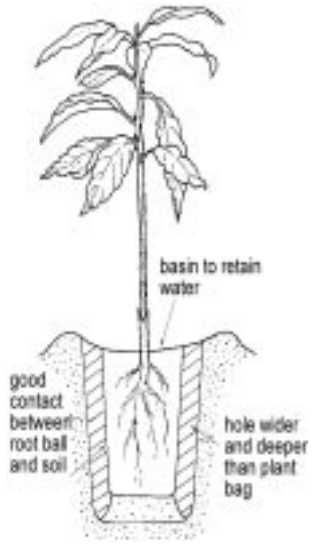

Figure 11. *A correctly planted tree*
4. Firm soil down gently with your hands (do not use your feet), and build up the level of the soil to just above the top of the potting mix, leaving a slight basin around the tree to hold water (Figure 11). Water again.